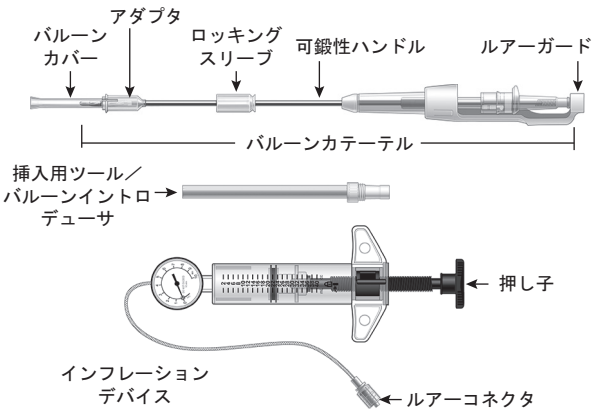

図2 EDWARDS INTUITY Elite デリバリーシステム（モデル8300DB）およびEDWARDS INTUITY Elite インフレーションデバイス（モデル96417）
** デリバリーシステムは、チューブ状の可鍛性ハンドルシャフトを含むバルーンカテーテルで構成されています。ハンドルシャフトの遠位側先端には、弁のホルダーに接続するアダプタとロッキングスリーブが付いています。ロッキングスリーブにより、デリバリーシステムと弁のホルダーを素早く接続できます。デリバリーシステムのアダプタ内にあるバルーン部分は、フレーム拡張時に遠位側に移動します。保存容器から弁を取り出すときにはチューブ状のバルーンイントロデューサを取り付けて、バルーンが生体弁を通過しやすくします（図2）。可鍛性ハンドルはアルミニウム合金製です。デリバリーシステムはポリアミドおよびポリエーテルブロックアミドを使用しています。